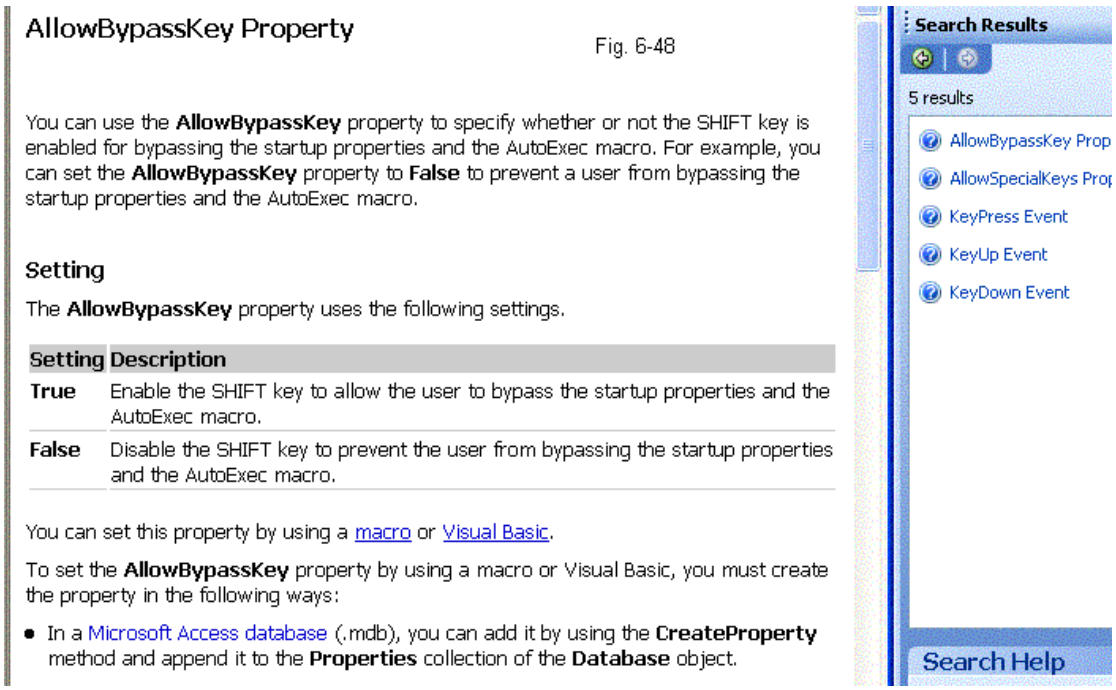

Fig. 6-48
3. The **Help** information is displayed in Fig. 6-48. You may want to resize or reposition the **Help** topic window so you can see as much content as possible.